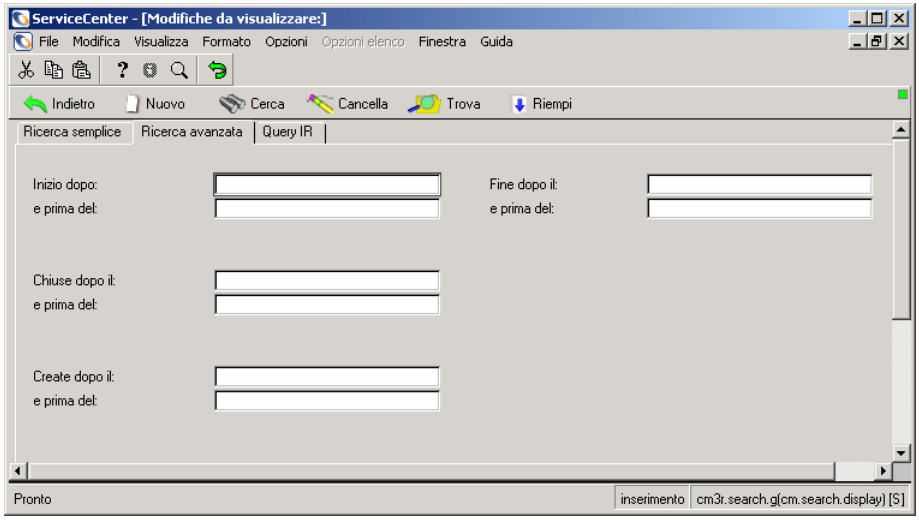

Figura 10-44: Modulo di ricerca avanzata
- Scegliere la scheda **Ricerca avanzata** mostrata nella Figura 10-44. Le informazioni relative a data e ora sono facoltative. Immettere le date e gli orari relativi all'apertura o all'aggiornamento della modifica nei campi **Dopo il / E prima del**. Il formato predefinito è *mm/gg/aaaa hh:mm:ss*. Se non si immette l'ora, viene impostato il valore predefinito *00:00:00*.